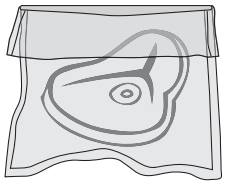

Figure 9
5. Place the open end of the bag onto the **Vacuum Chamber Seal** and slightly into the **Vacuum Chamber** (Figure 9). The **Vacuum Post** cannot be blocked or covered by the bag. Make sure there are no wrinkles or creases in the bag in the sealing area.